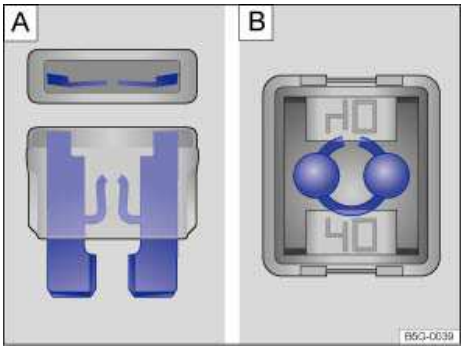

Fig. 180 Blown fuse: A: Blade fuse. B: Cartridge fuse.
- A blown *blade fuse (ATO, MINI)* has metal strips that have burned through, which you can see through the transparent housing from above and from the side ⇒ fig. 180 **A**.
- A blown *cartridge fuse (JCASE)* has metal strips that have burned through, which you can see through the transparent housing from above ⇒ fig. 180 **B**.